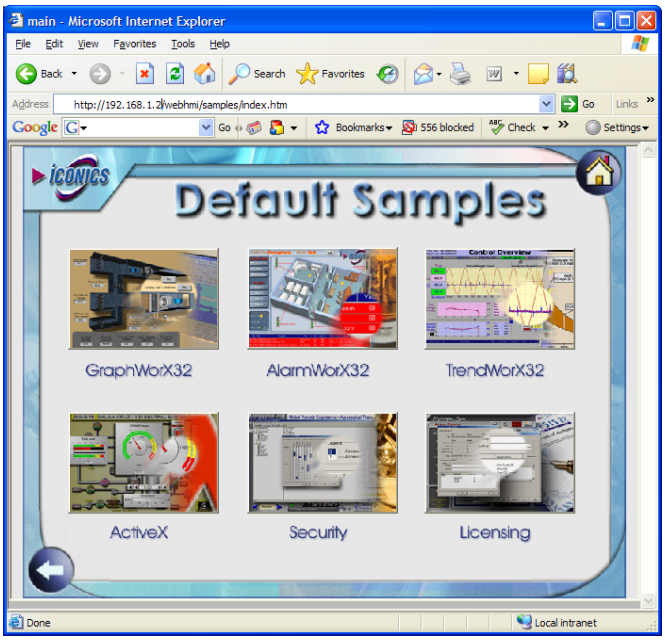

Figure L8.19: WebHMI Default Samples Page
19. Click the **Default Samples** link so that we can test OPC communication and the major ActiveX functionality. The **Default Samples** display will open, as shown in **Figure L8.19.**